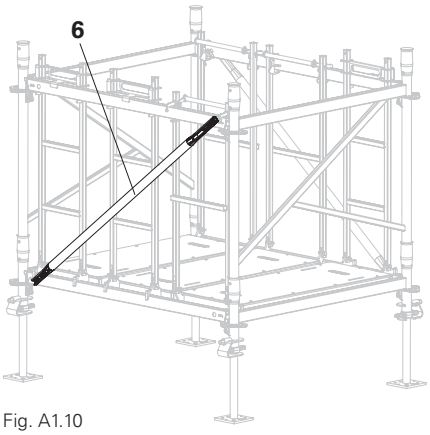

Fig. A1.10
7. Fit Ledger Brace UBL (6). (Fig. A1.10)